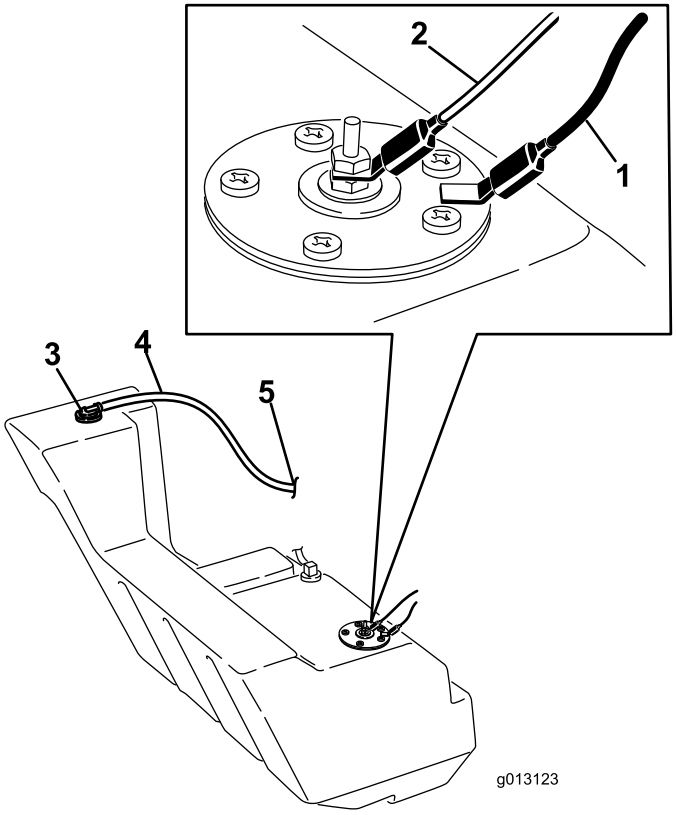

Figur 58
11. Koppla bort de båda ledningarna som går till tankens högra sida (Figur 58).
20. På höger sida av tanken ansluter du den orange ledningen till mittpolen och den svarta ledningen till den yttre polen (Figur 58).